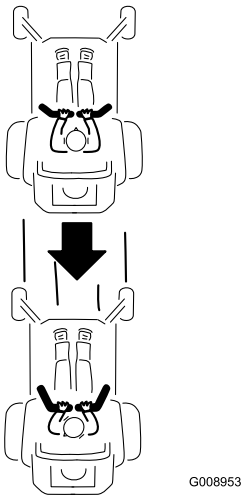

Figuur 19
2. Om achteruit te rijden, kijkt u achteruit en naar beneden terwijl u de rijhendels langzaam achteruit trekt (Figuur 19).
Om in een rechte lijn te rijden, moet u gelijke druk uitoefenen op beide rijhendels (Figuur 19).